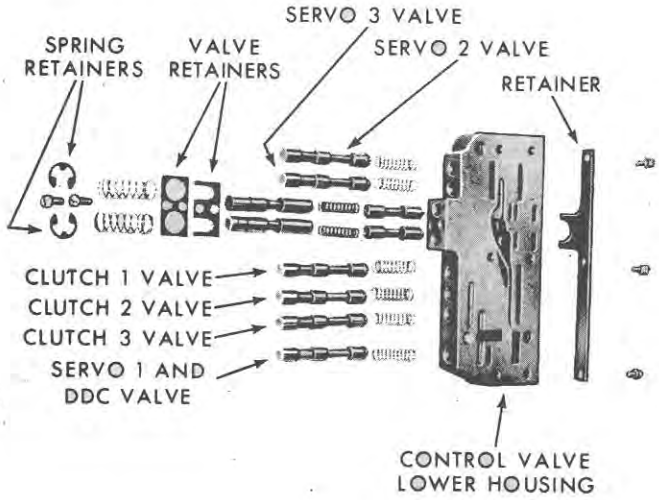
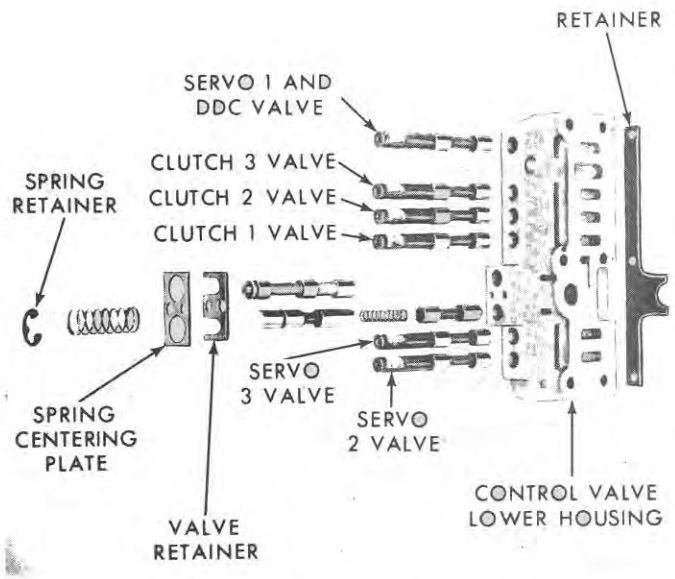

Figure 99
Figure 101
During the servicing of the control valve assembly, avoid damage to the valve ports and keep them clean. Place the valve assembly on a clean chamois or lint-free shop towel. Refer to Figures 99 and 100 for the Dexta 2000, Super Dexta 3000 and Major 4000 Tractors and Figures 101 and 102 for the Super Major 5000 Tractor.
2. On Dexta 2000, Super Dexta 3000, and Major 4000, remove the two feathering valve spring retainers, two springs, spring retainer plate, feathering valve spools, and two springs, shown in Figure 99.
3. On Super Major 5000, remove the feathering valve spring retainer, spring, spring retainer plate, feathering valve retainer plate, and valve spools, shown in Figure 101. Remove the notched clutch and servo valves.
1. Arrange all parts in their proper position, as shown in Figures 99, 100, 101 and 102, respectively.